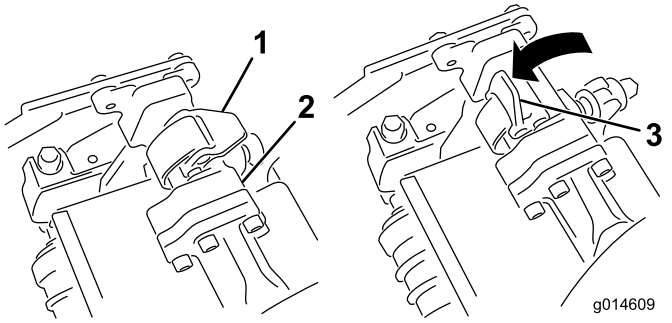
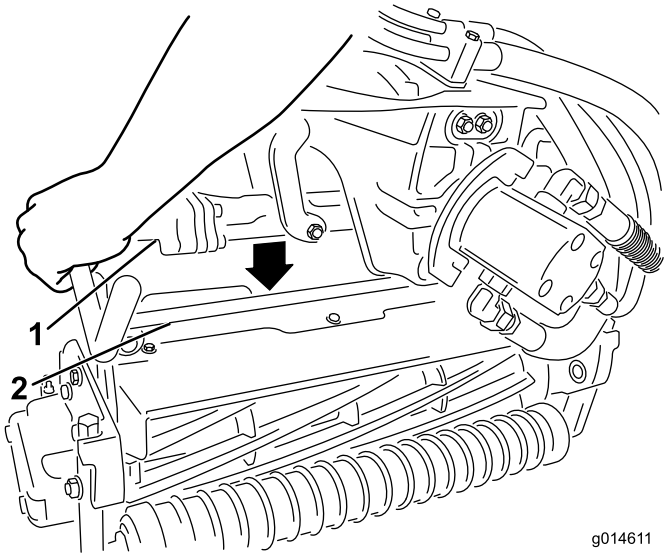

Figur 12
Figur 13
5. Åpne låsene på hjulopphengsarmbøylen slik at de peker opp (dvs. at de er åpne) (Figur 12), og trykk hjulopphengsarmen ned så bøylen ligger over klippeenheten (Figur 13).
6. Skyv låsene ned og rundt klippeenhetsbøylen og lås dem slik at de sitter på plass (Figur 12).